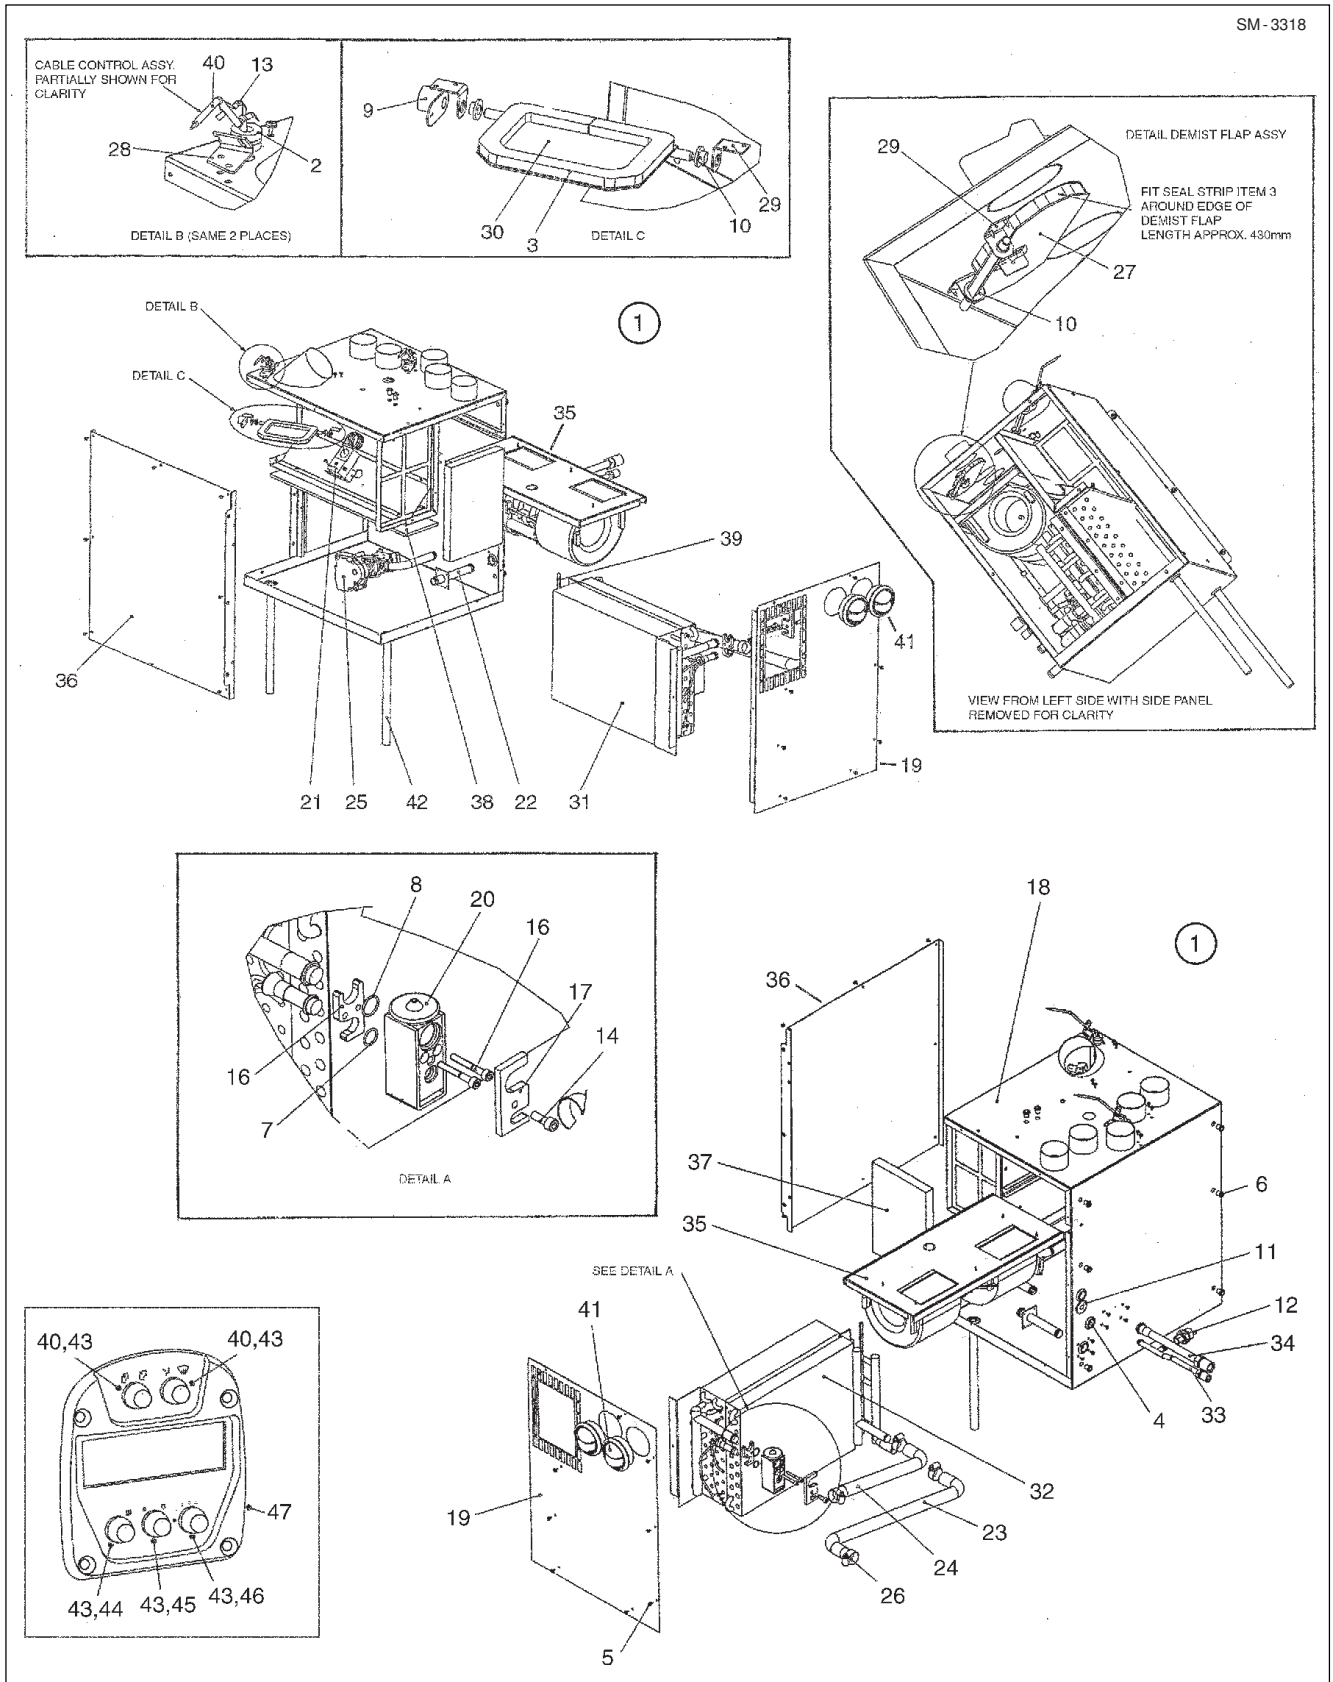

Fig. 3 - Air Conditioner Lines and Mounting
6. Remove fasteners securing front cover (36, Fig. 3) and end plate (19, Fig. 3) to main weldment (18, Fig. 3).
7. Remove heater hoses from front of cab, which connect to water inlet hose (24, Fig. 3) and water outlet hose (23, Fig. 3). Cap open ports and hoses to prevent foreign matter from entering the system.
8. Unhook control assembly cable (40, Fig. 3) at main weldment (18, Fig. 3).
9. If necessary to remove main weldment (18, Fig. 3) from cab, be sure to disconnect any remaining harnesses, hoses or ducting before withdrawing main weldment (18, Fig. 3) from cab.
Note: The blower assembly mounting (35, Fig. 3), thermostat (21, Fig. 3) and heat exchangers (31,32, Fig. 3) can be accessed without removing the main weldment (18, Fig. 3) from cab.
LEGEND FOR FIG. 3
1. If main weldment (18, Fig. 3) was removed, install in cab and reconnect harnesses, hoses and air ducting as noted during removal.
2. Attach control assembly cable (40, Fig. 3) as noted during removal.
3. Reconnect heater hoses to front of cab and connect to water inlet hose (24, Fig. 3) and water outlet hose (23, Fig. 3), as identified at removal.
4. Once all necessary connections have been made, secure front cover (36, Fig. 3) and end plate (19, Fig. 3) to main weldment (18, Fig. 3) using fasteners previously removed.
7. If removed, install receiver/drier (4) to mounting bracket (14) and secure with clamps.
8. Remove caps from end of refrigerant hoses (7 & 8) and ports on receiver/drier (4) and connect hoses to ports as tagged at removal.
9. If removed, install condenser (5) to radiator assembly and secure with bolts (15), lockwashers (16) and washers (17).
10. Remove caps and connect refrigerant hoses (6 & 7) to condenser (5) ports as tagged at removal.
11. If removed, install bracket (19) to engine and secure with bolts (24), lockwashers (23) and washers (22). If applicable, install coolant filter to bracket (19).